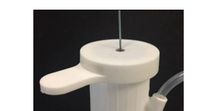

FIGURE 4
4. Fully retract the guidewire into the tip of the Cannula with Guide (FIGURE 4) prior to insertion into the body.
CANNULA WITH GUIDE IN GUIDEWIRE DEPLOYMENT POSITION (SEE FIGURE 4)